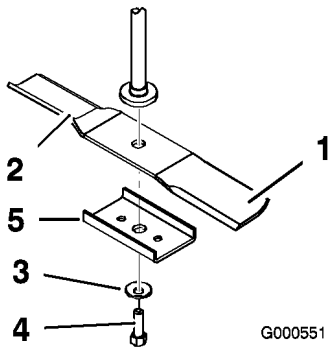

Figure 38
Tenez la lame à son extrémité avec un chiffon ou un gant épais. Enlevez de l'axe, le boulon, la rondelle bombée, le renfort et la lame (Figure 38).
1. Placez la lame sur l'axe (Figure 38).
2. Montez le renfort, la rondelle bombée (face concave vers la lame) et le boulon de lame (Figure 38).